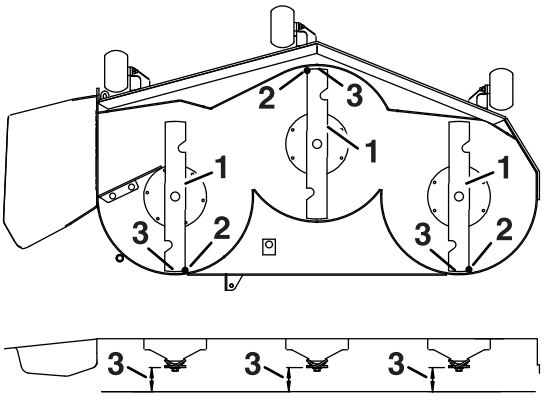

Figur 72
4. Rotera försiktigt knivarna så att de är riktade framåt-bakåt (Figur 72).
5. Mät från den främre knivens spets till den plana ytan, och från den bakre knivens spets till den plana ytan (Figur 72).